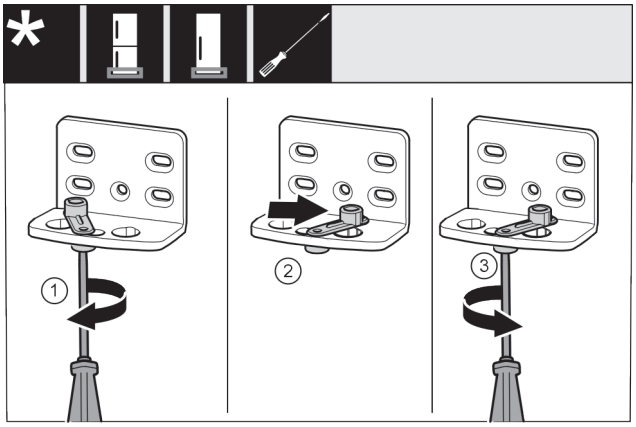

Fig. 19
▶ Use screwdriver to loosen the screw *Fig. 19 (1)*.
▶ Lift the door closing aid *Fig. 19 (2)* and turn 90° clockwise in the hole.
▶ Tighten screw *Fig. 19 (3)* with screwdriver.